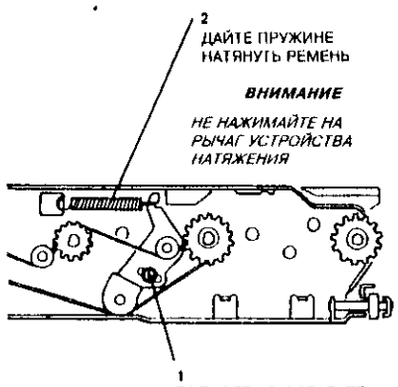

Рисунок 1. Регулировка натяжения ремня транспортера дуплексного лотка
1. (Рисунок 1) Отрегулируйте натяжение ремня.